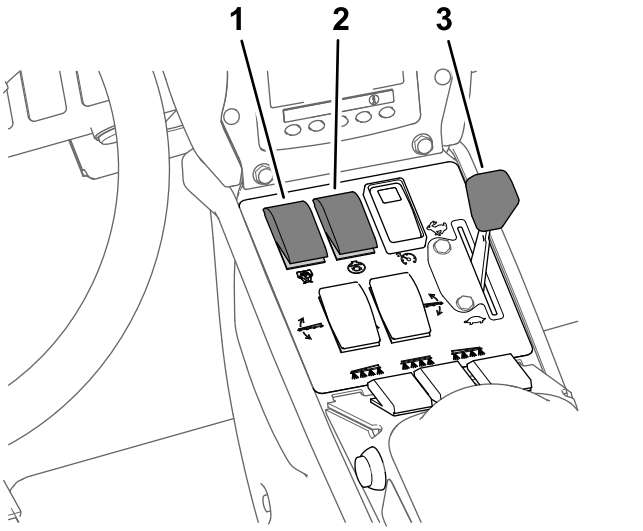

Bild 40
8. Stellen Sie den Rührwerk- und Sprühpumpenschalter in die EIN-Stellung (Bild 40).
9. Stellen Sie die Gasbedienung in die SCHNELL-Stellung (Bild 40).
Hinweis: In diesem Schritt wird vorausgesetzt, dass die Sprühpumpe eingeschaltet ist, siehe Bild 40 in Sprühen im Dosierungsmodus (Seite 38).
4. Stellen Sie die Gasbedienung auf die gewünschte Motordrehzahl, siehe Bild 40 in Sprühen im Dosierungsmodus (Seite 38).